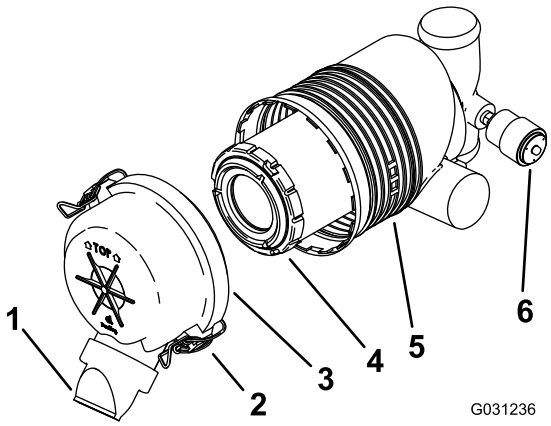

Figuur 44
Belangrijk: Geef het luchtfilter uitsluitend een onderhoudsbeurt als de onderhoudsindicator rood is (Figuur 44). Als u het luchtfilter vervangt voordat dit nodig is, wordt alleen maar de kans vergroot dat er vuil in de motor komt als het filter wordt verwijderd.
4. Maak de sluitingen op het luchtfilter los en trek het luchtfilterdeksel van de luchtfilterbehuizing (Figuur 44).
1. Schuif het filter voorzichtig uit de luchtfilterbehuizing (Figuur 44).
4. Monteer het filter voorzichtig (Figuur 44).
5. Monteer het luchtfilterdeksel met de kant met het opschrift TOP naar boven gericht en maak de sluitingen vast (Figuur 44).